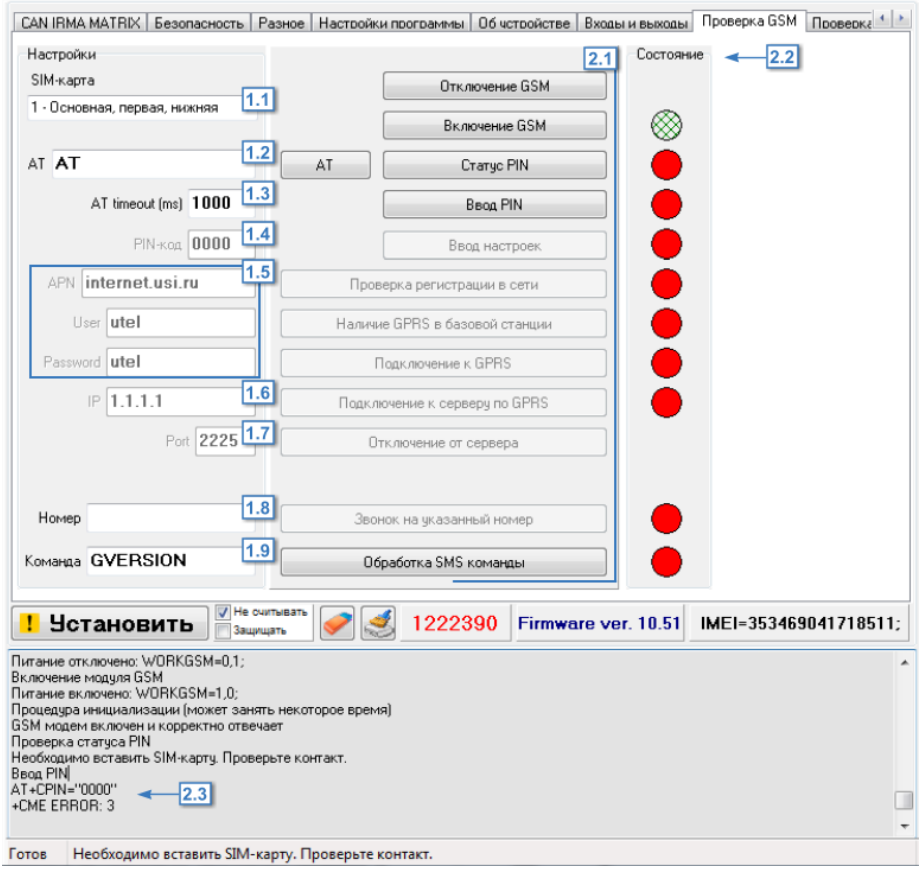

Рис.83. Вкладка Контроль. Проверка GSM.
2. Проверка GSM модема прибора. Перед началом проверки модема необходимо выбрать SIM-карту, с которой будет проверяться модем (Рис.83, п. 1.1).
Для проверки модема нажимайте кнопки с командами (Рис.83, п. 2.1) в порядке их расположения. Обработка каждой команды занимает некоторое время. Состояние обработки команды можно отслеживать при помощи индикаторов состояния (Рис.83, п. 2.2) и в строке состояния (Рис.83, п. 2.3).
14. Выполните звонок на указанный в поле 1.8 (Рис.83) номер (кнопка Звонок на указанный номер). При голосовом вызове светодиод «GSM» горит постоянно.
15. Проверьте работу модема с SMS командами. Введите команду в поле 1.9 (Рис.83) и нажмите кнопку «Обработка SMS команд».